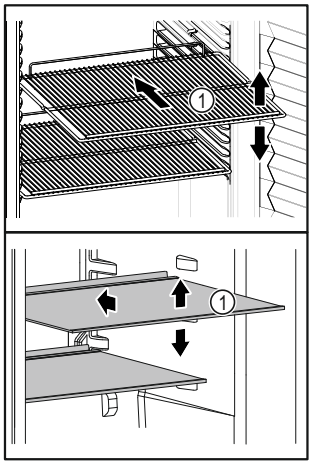

Fig. 65 Voorbeeld
- ❑ Als draagplateaus *Fig. 65 (1)* verstelbaar zijn, kunnen deze in de hoogte worden aangepast.